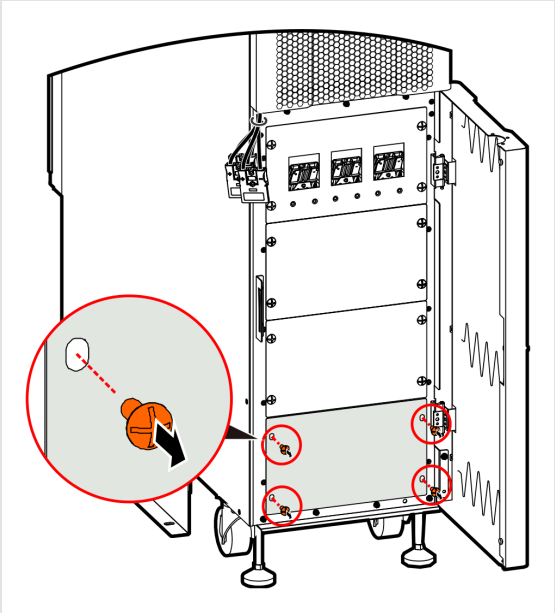

FIGURE 4-12 Removing the cover screws
3. Remove the four screws and the battery cover plate of the bay (Figure 4-12).